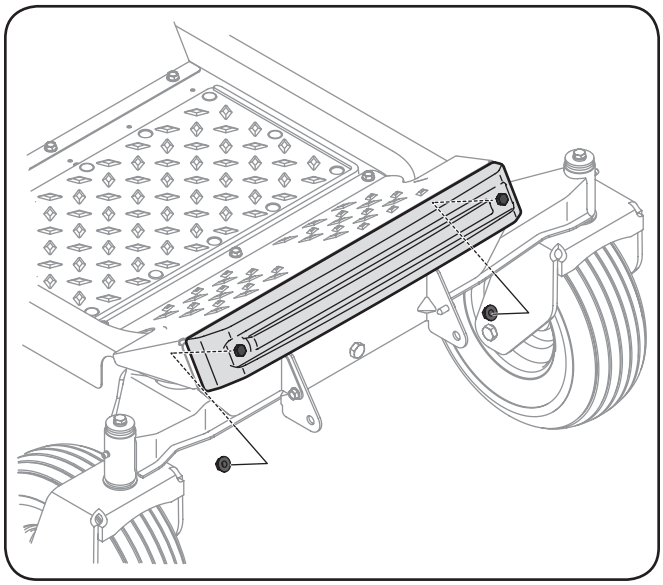

Figure 4-28
2. Position the weight bar onto the foot rest and secure it in place with two 3⁄8" flange nuts (712-04065) from the same hardware pack. See Figure 4-28.